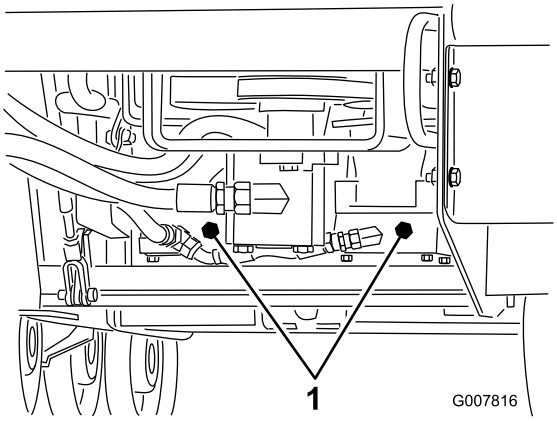

**Rysunek 21**
3. Przy użyciu klucza przekręć dwukrotnie zawory holownicze na pompach hydraulicznych w kierunku przeciwnym do ruchu wskazówek zegara (Rysunek 21).